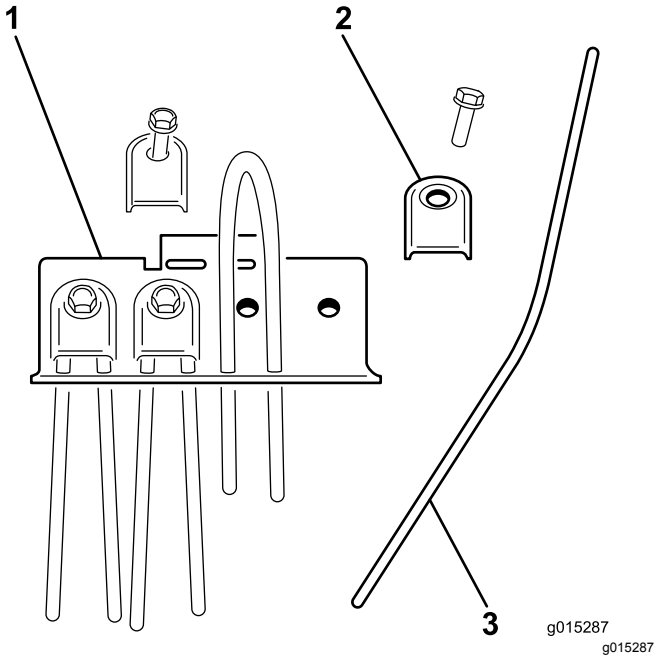

Figur 28
2. Ta bort luftarpinnens hållare och skjut ut den luftarpinne som är skadad (Figur 28).